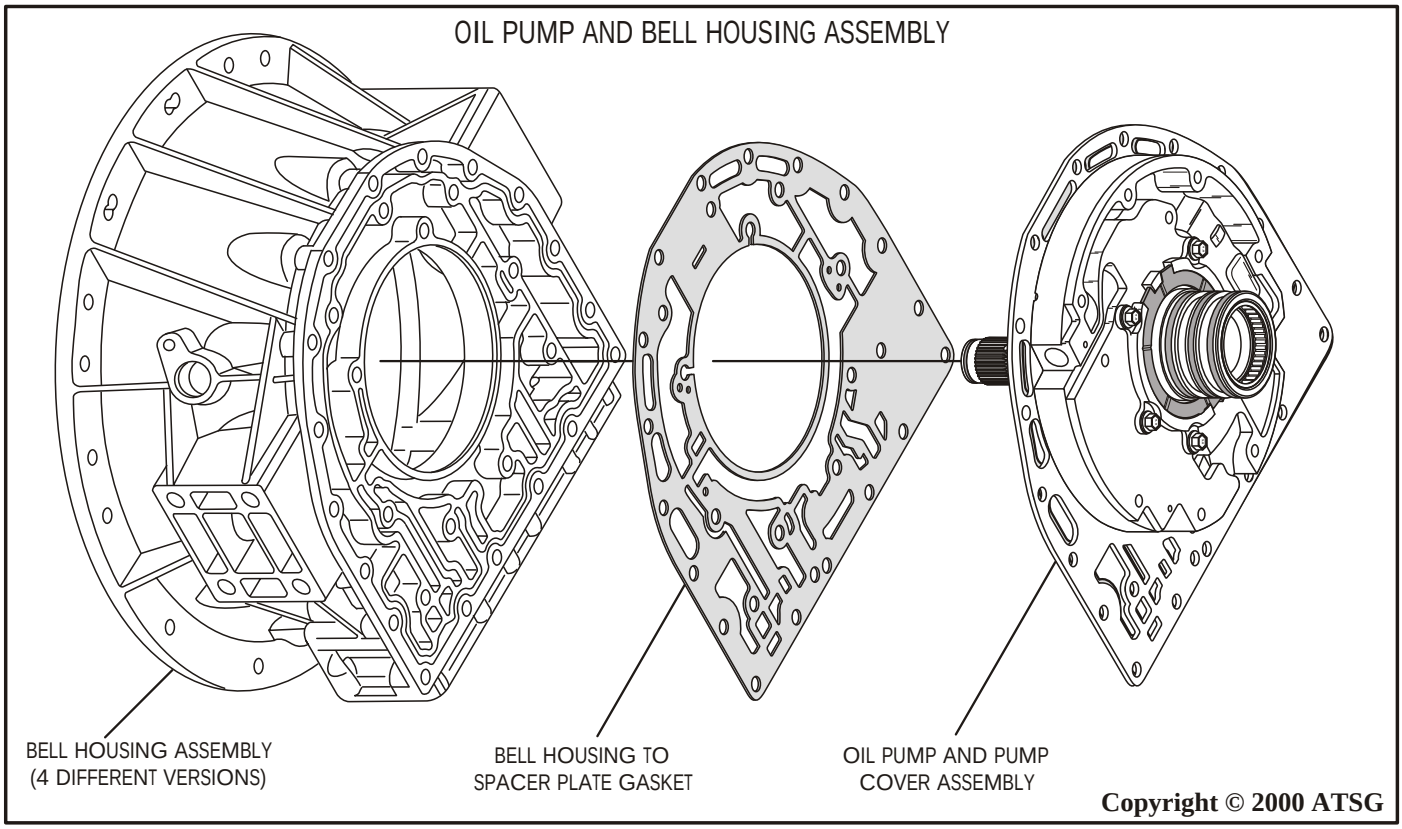

Figure 94
26. Assemble the completed oil pump and cover assembly to the bell housing (See Figure 94). ***Note: There are currently four different bell housings available. Refer to Figures 98 & 99 for the various models.***